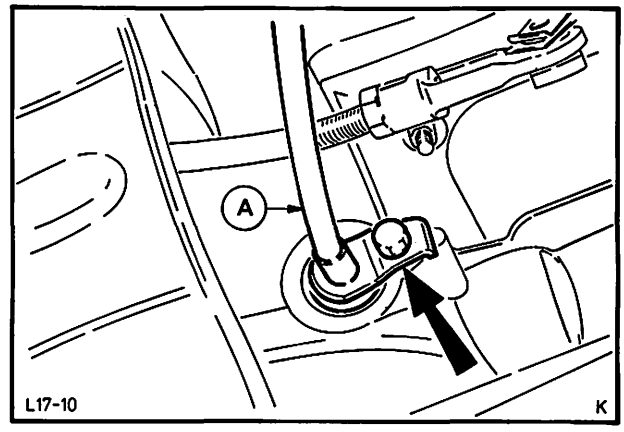

Abb. 120 Befestigung – Tachowelle
4. Welle mit Ritzel in das Getriebegehäuse einsetzen und Halter anbauen. Abb. 120.